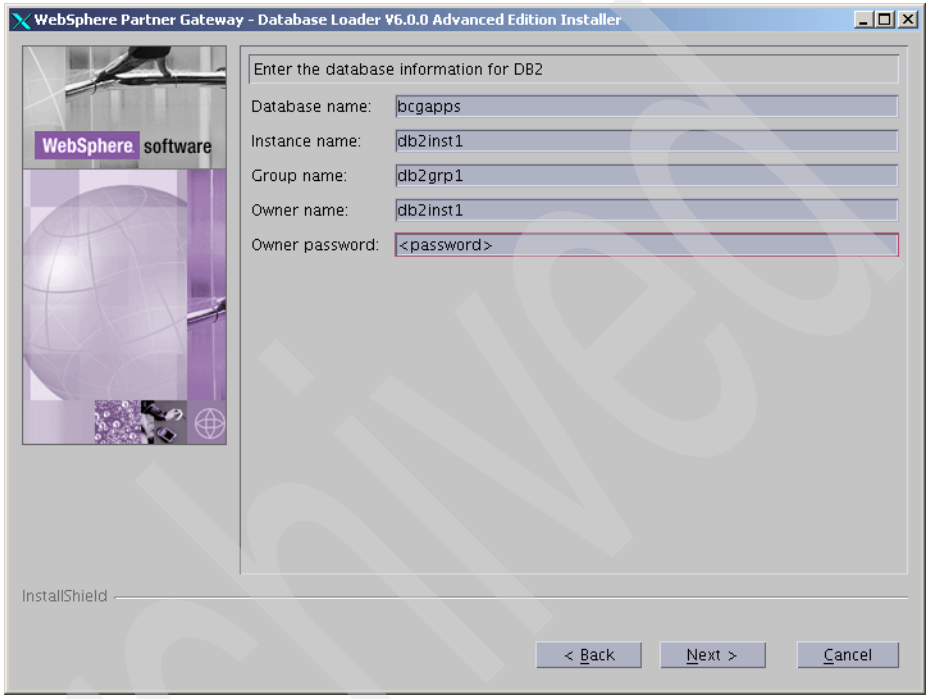

Figure 6-3 Database information
7. In the Database Loader window that opens (see Figure 6-3 on page 118) enter the following information: